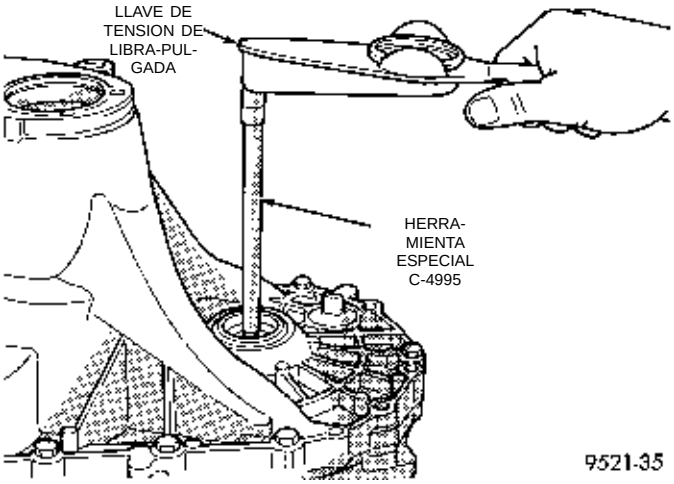

Fig. 142 Verificación del esfuerzo de rotación del cojinete del diferencial
(7) El espaciador requerido para la carga correcta del cojinete es **el total del juego longitudinal más un ajuste previo (constante) de 0,18 mm (0,007 pulg.).** Nunca combine espaciadores para obtener el ajuste previo necesario.
(8) Retire los pernos de la caja. Desmonte la cubeta del cojinete del diferencial de la cubierta del conversor del embrague. Instale los espaciadores seleccionados en el Paso 7. Aloje luego la cubeta de cojinete en la cubierta del conversor del embrague.
(9) Instale la cubierta del conversor del embrague. Coloque y apriete los pernos de la caja con una torsión de 26 N·m (19 lbs. pie).
(10) Mediante la herramienta especial C-4995 y una llave de tensión de N·m (pulgada-libra), verifique el esfuerzo de rotación del conjunto del diferencial (Fig. 142). **El esfuerzo de rotación debe ser de 0,7 a 1,4 N·m (6 a 12 lbs. pulg.). Si el esfuerzo de rotación es demasiado alto, instale un espaciador 0,05 mm (0,002 pulgadas) más delgado. Si el esfuerzo de rotación es demasiado bajo, instale un espaciador 0,05 mm (0,002 pulgadas) más grueso.**